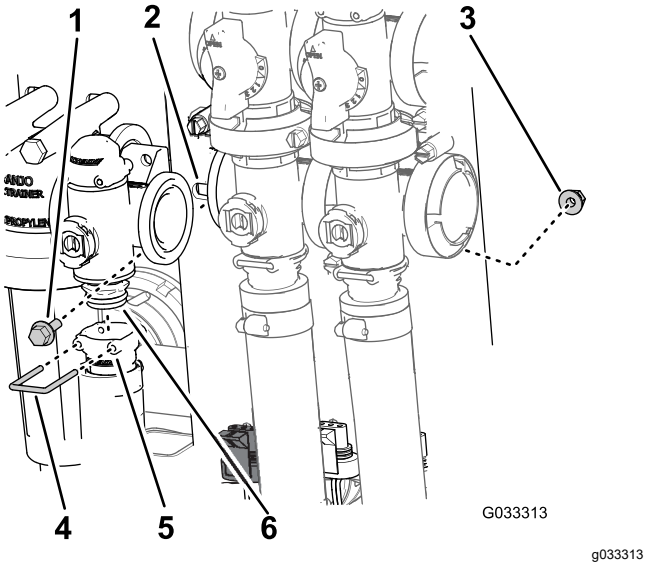

Figuur 69
2. Verwijder de borgclip waarmee de uitgaande fitting aan de verdelerklep voor de gebruiksdosis is bevestigd (Figuur 69).
voor de gebruiksdosis is bevestigd aan de klepbevestiging en verwijder de verdeler uit de machine (Figuur 69).